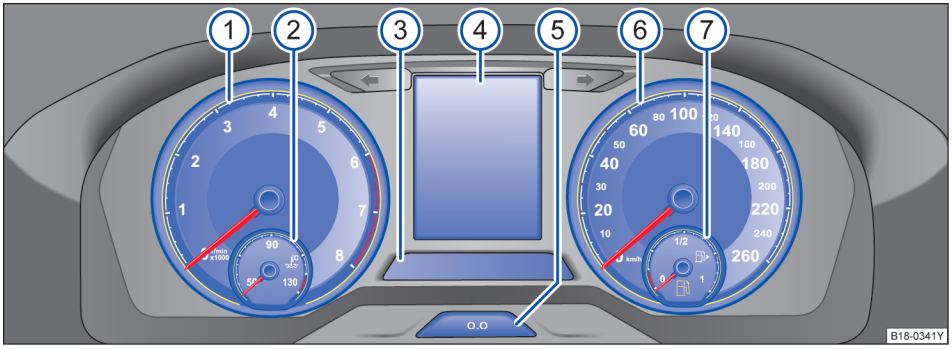

图 10 仪表概览
关于仪表的解释 ⇒图 10：
视汽车装备而定，在显示屏⇒图 10 ④中可以显示不同的信息：
- 按压一下按钮⇒图 10⑤可将单程记录仪清零。
- 调整时间时所有车门应处于关闭状态，按住按钮⇒图 10⑤直至显示屏显示文字 **时钟**。
如需显示蓄电池电量，则可在点火开关关闭的情况下按住按钮⇒图 10③，直至显示屏显示 SOC 。